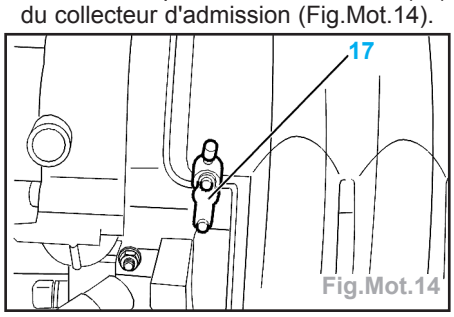

Fig.Mot.14
Attention : ne pas détériorer la sortie (17) du collecteur d'admission (Fig.Mot.14).